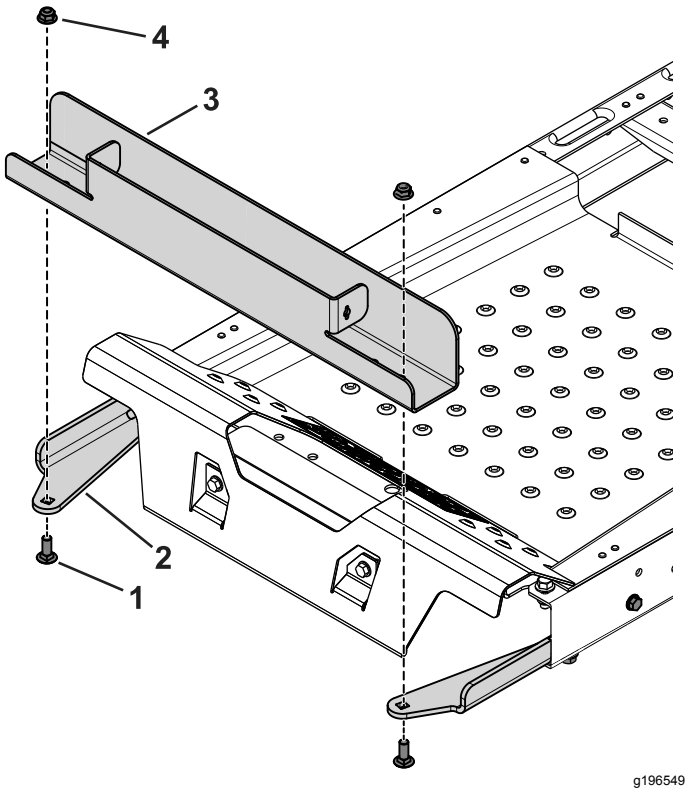

Figur 4
3. Säkra viktlådan vid fästena med de två vagnskruvarna (⅜ x 1 tum) och flänsmuttrarna (Figur 4).